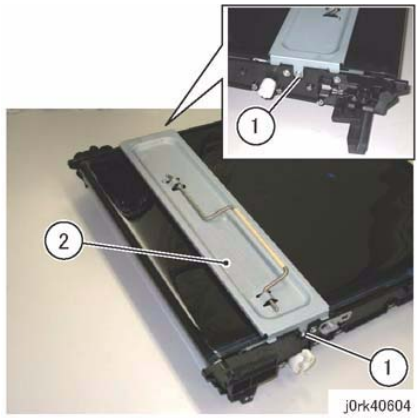

Figure 2 Plate Handle Removal
4. Remove the Plate Handle. (Figure 2)